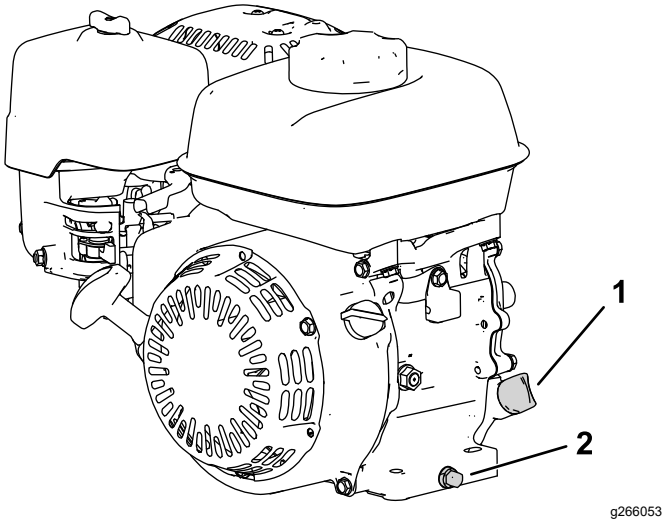

Figur 15
2. Placera maskinen så att motorn står jämnt och rengör området runt oljepåfyllningsröret (Figur 15).
3. Ta bort avtappningspluggen (Figur 15).